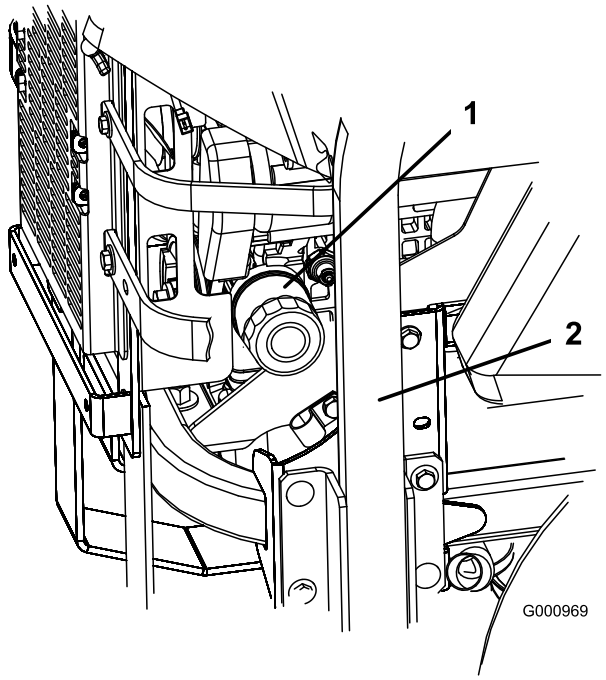
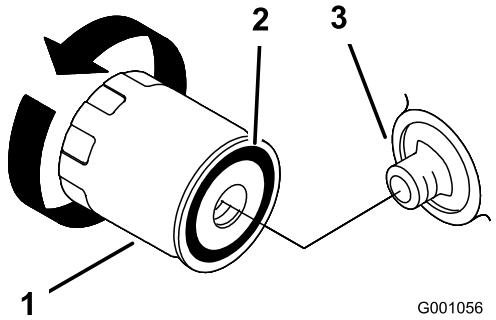

**Figuur 36**
**Figuur 37**
2. Draai het filter naar links om het te verwijderen (Figuur 36 en Figuur 37).